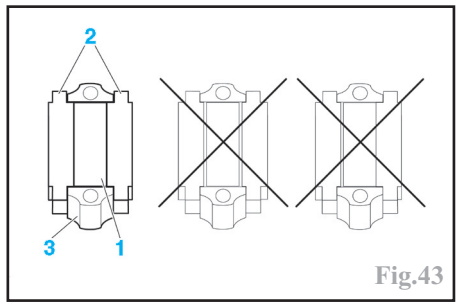

Fig.43
Monter dans leur chapeau, les coussinets (1) huilés suivant la classe déterminée pour chaque maneton. Ils doivent parfaitement être centré sur la bielle (3) et le chapeau. Utiliser pour cela l'outil (2) **PSA 0194.P** (Fig.43).